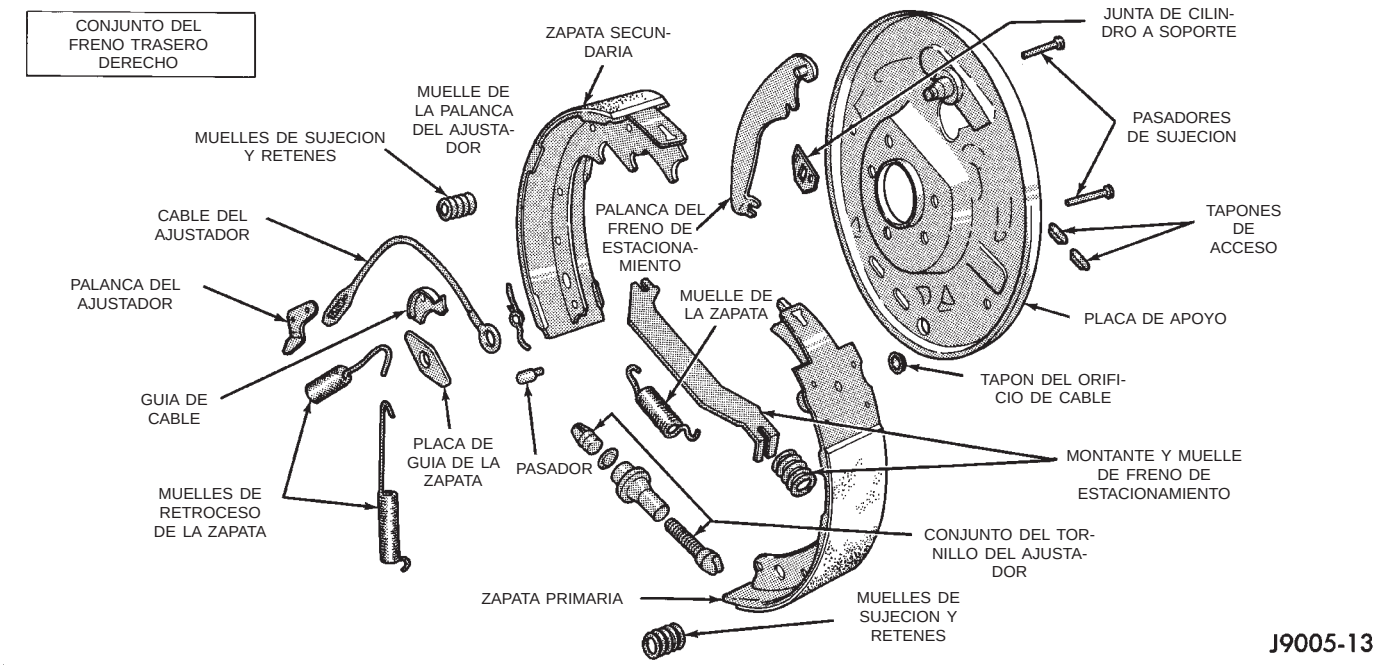

Fig. 34 Componentes del freno de tambor—Característico
(2) Retire y deseche las tuercas de muelle que fijan los tambores a los pernos espárragos de las ruedas.
(3) Retire los tambores de freno. Si resulta difícil extraer los tambores, retraiga las zapatas de freno. Retire el tapón de acceso en la parte trasera de la placa de apoyo y sostenga el tornillo del ajustador con la herramienta de frenos y un destornillador.
(4) Retire la abrazadera en U y la arandela que fijan el cable del ajustador a la palanca del freno de estacionamiento (Fig. 34).
(5) Retire del pasador de anclaje los muelles de retroceso primario y secundario, con alicates para muelle de frenos.
(6) Retire los muelles de sujeción, los retenes y los pasadores con la herramienta para muelles de retención convencional.
(7) Instale abrazaderas de muelle en los cilindros de rueda, a fin de sostener los pistones en su sitio.
(8) Retire la palanca del ajustador, el tornillo del ajustador y el muelle.
(9) Retire el cable del ajustador y la guía del cable.
(10) Retire las zapatas de freno y el montante del freno de estacionamiento.
(11) Desconecte el cable de la palanca del freno de estacionamiento y retire la palanca.